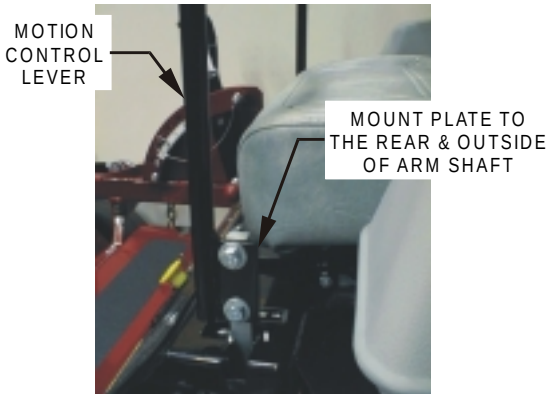

FIG. 1
3.6.1 Loosen and remove the two (2) 3/8" x 1" bolts and spring disc washers which attach the motion control levers to the control arm shafts for shipping and the two (2) 3/8" x 1" bolts and spring disc washers which are screwed into the control arm shafts.
a) Install the left motion control lever onto the control arm shaft (See Fig.1) on the left side of the console. Place the lever (with the mounting plate towards the rear) on the **outside** of the control arm shaft and secure with the bolts and washers. Position the lever so the bolts are in the center of the slots on the